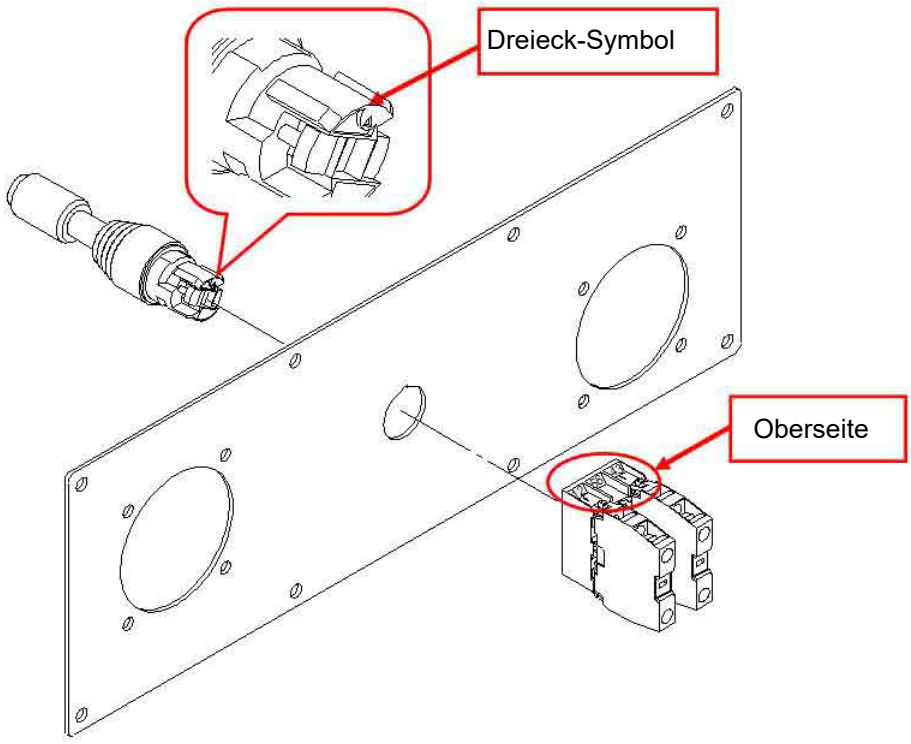

Abb.3-10: Zeichnung A
- ➜ Siehe ☞ „Abb.3-10: Zeichnung A“. Setzen Sie die Platte zwischen den Joy-Stick und den Verbindungsbügel.